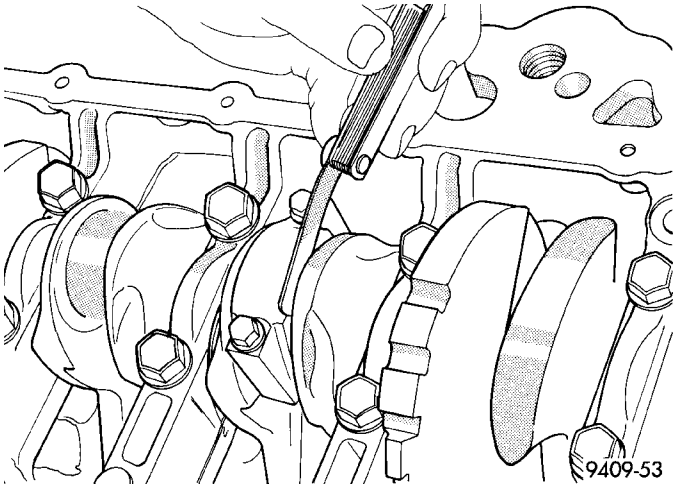

Fig. 9 Verificación de la holgura lateral de las bielas
(2) Antes de instalar los pernos **NUEVOS,** deben engrasarse las roscas con aceite limpio de motor.
(3) Instale cada perno apretándolo a mano en forma alternada, para ensamblar en forma adecuada la tapa.
(4) Apriete los pernos con una torsión de 27 N·m MAS 1/4 de vuelta (20 lbs. pie MAS 1/4 de vuelta) **No utilice una llave de tensión para el último paso.**
(5) Con un calibrador de espesor, verifique la holgura lateral de la biela (Fig. 9). Consulte las especificaciones de las bielas (Fig. 10).